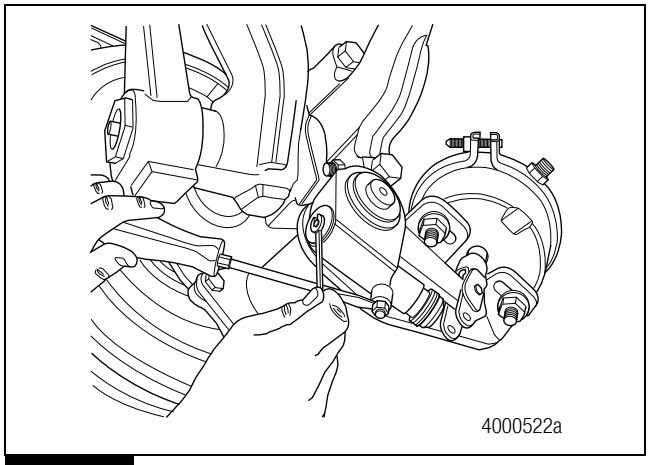

Figure 6.49
4. If necessary, back off the brake at the slack adjuster until the brake shoes retract and the drum clears the linings. Figure 6.49.